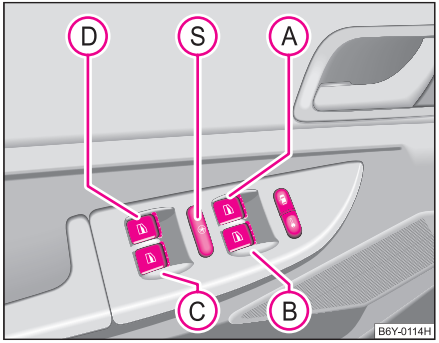

Fig. 29 Comutator în uşa conducătorului
Comutatoarele pentru fiecare geam se găsesc în cotiera din uşa conducătorului ⇒ fig. 29, pasagerului din dreapta şi în uşile din spate*.
Apăsând comutatorul de siguranţă Ⓢ ⇒ fig. 29, puteţi scoate din funcţiune comutatoarele din uşile din spate. Apăsând încă o dată comuta- ▶
- **Când se transportă copii pe locurile din spate, vă recomandăm să scoateți din funcțiune comutatoarele din uşile din spate (comutatorul de siguranță) (S) ⇒ pagina 50, fig. 29.**